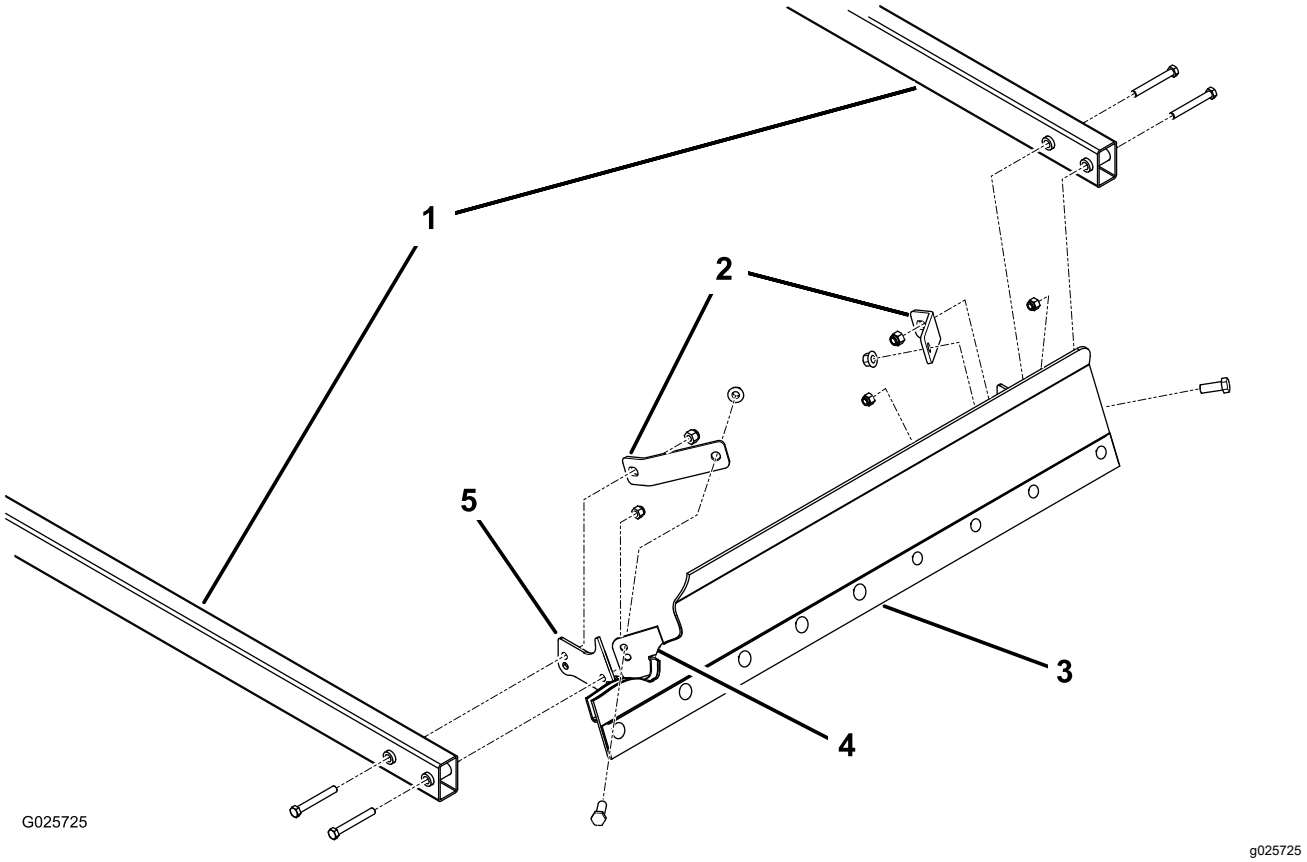

Figura 12
Notă: Poziionai plăcile de sprijin aa cum se arată în Figura 12.
2. Fixai, fără a strânge, partea din faă a braelor de ridicare de suporturile de montare a lamei i plăcile de sprijin cu 4 uruburi (⅜ x 3") i 4 piulie de blocare (⅜"); consultai Figura 12.
Notă: Utilizarea găurilor de montare superioare de pe suporturile de montare a lamei va face ca lama să funcioneze mai agresiv (Figura 12).
3. Cu lama sprijinită pe o suprafaă plană, strângei elementele care fixează braele de ridicare de lamă (Figura 12).